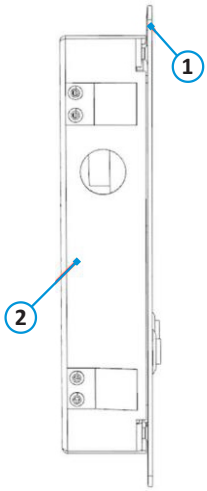

Рис. 4 – Сборка и монтаж вызывной панели. Вариант 2.
4. Панель (поз.1 рис.4) притягивается к корпусу (поз.2 рис.4) с помощью винтов с внутренним шестигранником, входящих в монтажный комплект.